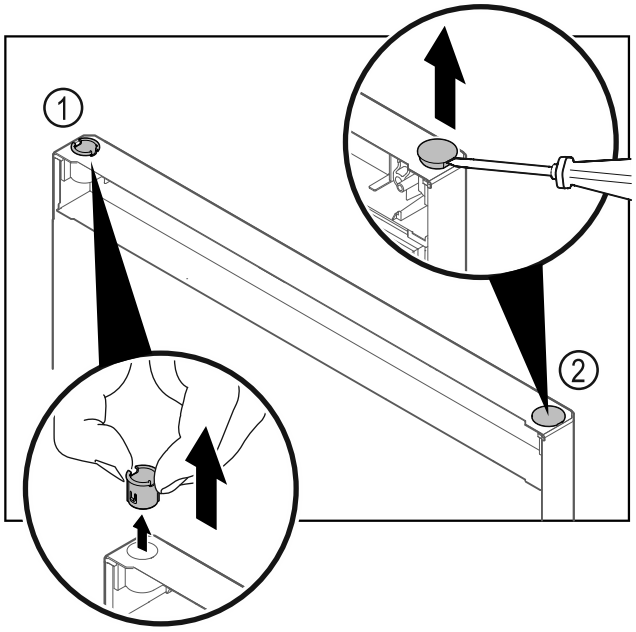

Fig. 15
▶ Extrageți bucșa balamalei *Fig. 15 (1)* cu degetele.
▶ Ridicați dopul de acoperire *Fig. 15 (2)* cu precauție cu o șurubelniță dreaptă și extrageți-l.